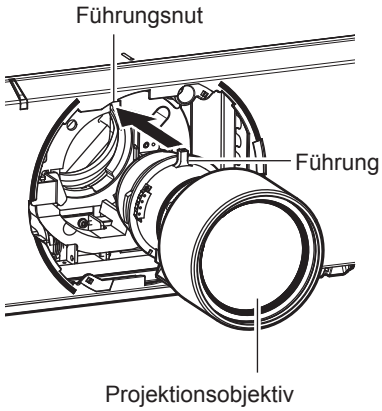

Abb. 1
**1) Entfernen Sie die Objektivfassungsabdeckung, richten Sie die Projektionsobjektivführung an der Führungsnut des Projektors aus und setzen Sie das Objektiv bis zum Ende ein. (Abb. 1)**